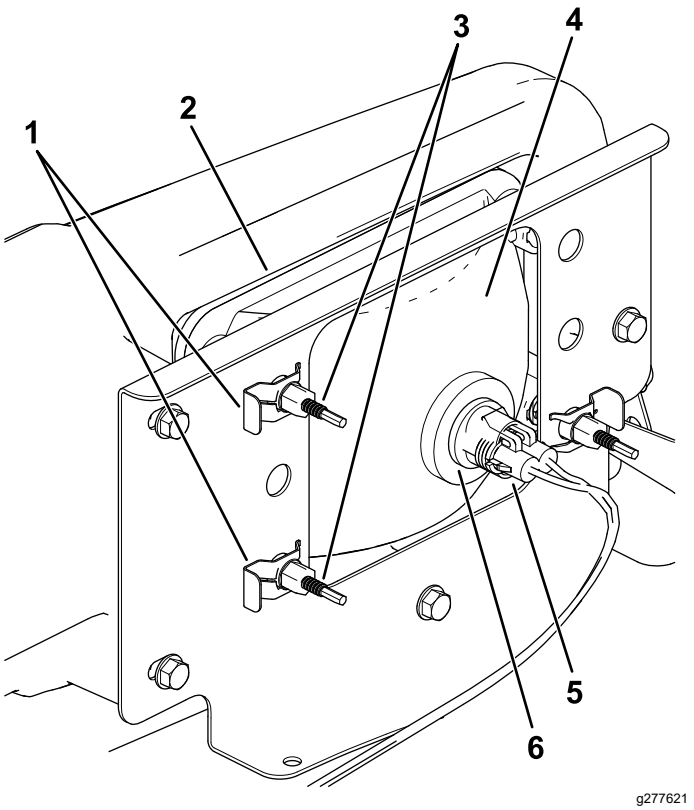

**Figur 43**
3. Frakobl det elektriske stik til ledningsnettet fra stikket på lampesamlingen (Figur 43).
4. Afmonter klemmerne, der fastgør forlygten til forlygtebeslaget (Figur 43).
5. Fjern forlygteenheden ved at føre den fremad og ud gennem åbningen i forkofangeren (Figur 43).
6. Monter den nye forlygte gennem åbningen i kofangeren (Figur 43).
8. Tilslut det elektriske stik til ledningsnettet til stikket på lampesamlingen (Figur 43).
5. Drej justeringsskruer (Figur 43) bag på forlygteenheden for at dreje forlygteenheden og rette positionen af lygtens lysstråle ind.